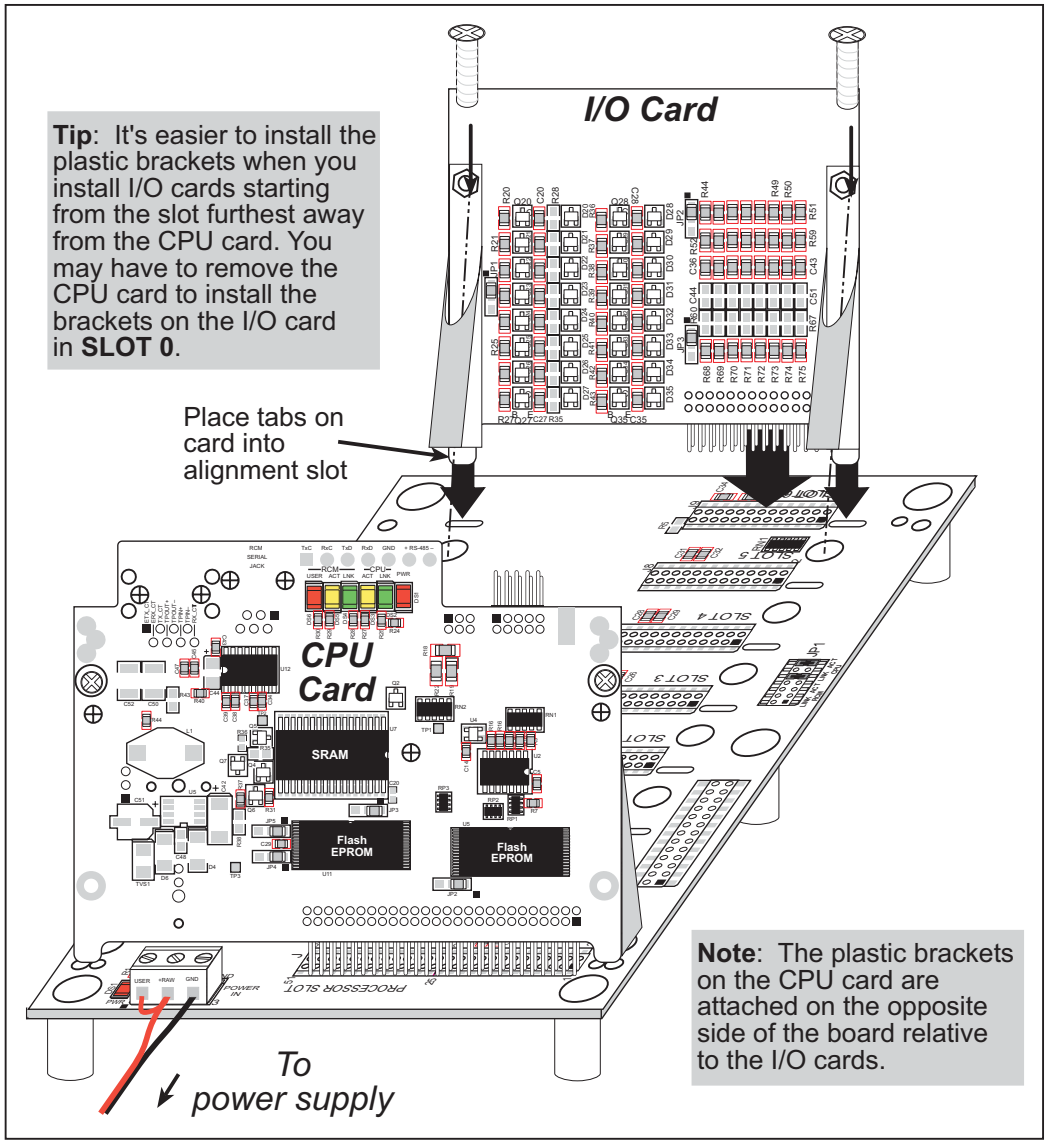

***Figure 5. Installing I/O Cards on the Backplane***
1. Orient the backplane with the CPU Card already installed and facing towards you as shown in Figure 5.
2. Position the new I/O card above the backplane over any unused slot position (**SLOT 0** to **SLOT 6**) as shown in Figure 5. Note the slot number and the type of I/O card since Dynamic C addresses the I/O cards by slot number.
3. Carefully insert the I/O card header into the slot on the backplane and line up the tabs on the I/O cards with the slots on the backplane as shown in Figure 5.